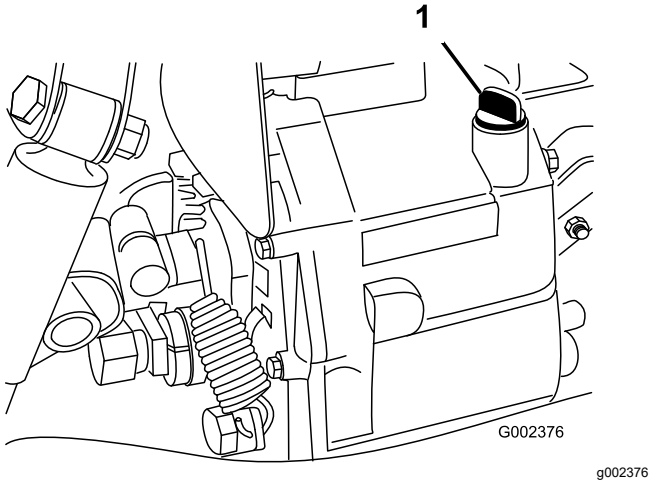

Figura 68
4. Limpie la zona alrededor de la varilla (Figura 68).